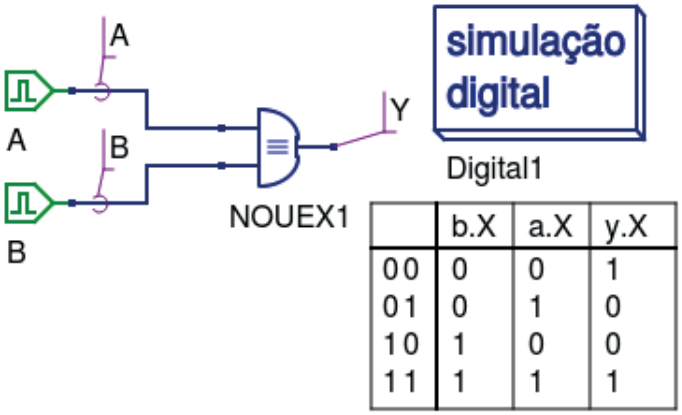

Figura 3.79 – Simulação da porta NOU-Ex de duas entradas no Qucs.
28. Utilizando o software de simulação Qucs, simule a porta NOU-Ex (XNOR) e construa a tabela verdade de acordo com a figura 3.79. Compare os dados da tabela do Qucs com a tabela 3.26.